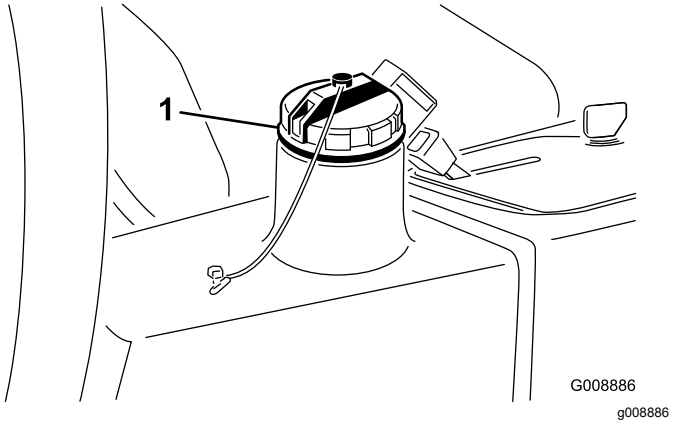

Figuur 80
2. Reinig de omgeving van de vulbuis en de dop van de hydraulische tank (Figuur 80).